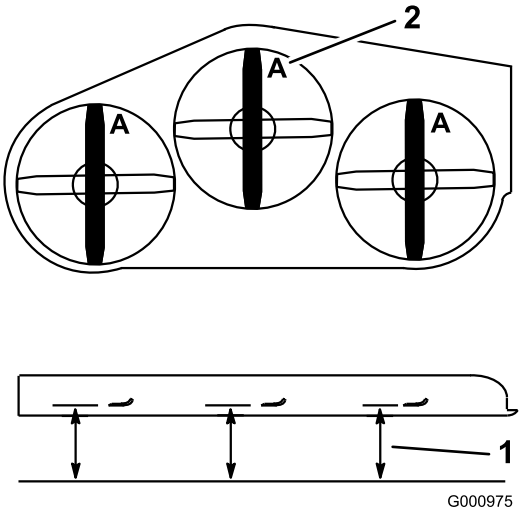

Figuur 85
3. Draai de messen totdat de uiteinden in de lengterichting liggen (Figuur 85). Meet de afstand tussen een horizontaal oppervlak en de snijrand, stand **A**, van de messen (Figuur 85). Noteer deze afstand.